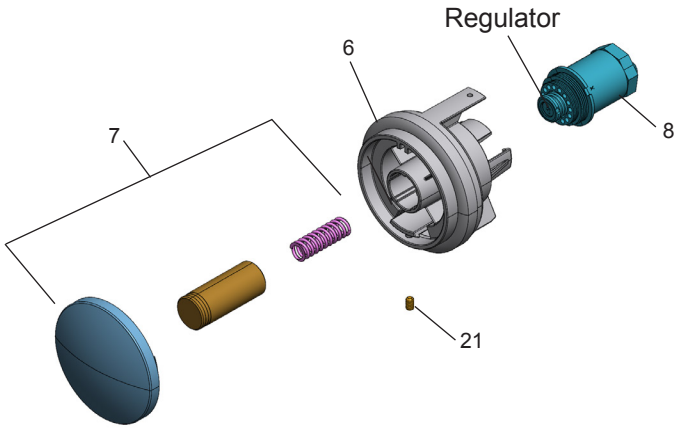

Figure 8 - Push Button Assembly
14. **Check stream height from bubbler.** Stream height is factory set for 35 PSI supply. If supply pressure varies greatly from this, remove push button (Item 7 - Fig. 8) and adjust the screw on the regulator (Item 8 - Fig. 8). To remove push but ton, remove setscrew from bottom of sleeve (Item 21). Insert a small punch in screw hole and push up while grasping the push button and pull forward removing the push button. Clock wise adjustment will raise stream height and counterclockwise movement will lower stream height. For best adjustment stream should hit basin approximately 6-1/2" from the bubbler. Reassemble the push button by pushing in on button until the push button catches in the sleeve. Reinstall the setscrew (Item 21) in the sleeve (Item 6).